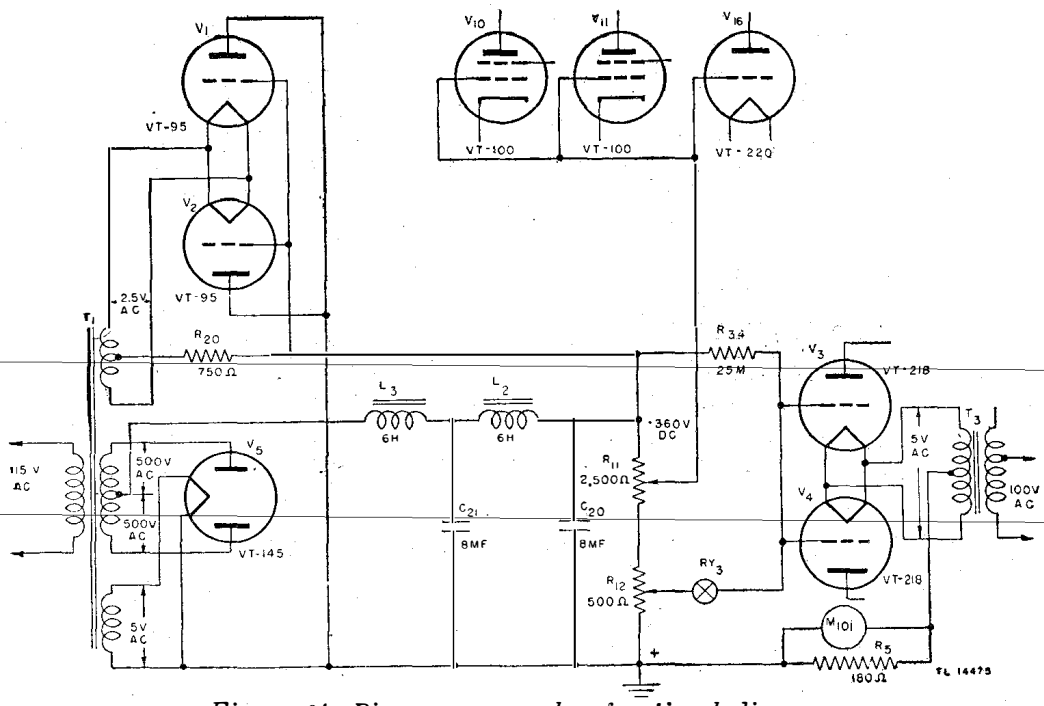

Figure 64. Bias power supply—functional diagram.
b. Bias Power Supply (fig. 64). The bias power supply furnishes filament and plate voltage for tubes V_1 and V_2, and bias voltage for tubes V_{10}, V_{11}, V_{16}, V_3 and V_4. Transformer T_1 supplies filament and plate voltage to rectifier tube V_5 (Tube JAN–5Z3 (VT–145)) which is connected as a full-wave rectifier. The rectifier output voltage is applied to a choke input pi-section filter consisting of filter chokes L_2 and L_3, and capacitors C_{20} and C_{21}. Resistor R_{11} and potentiometer R_{12} connected across the output of the power supply serve as bleeder resistors. The voltage regulation of this power supply is relatively good because of the use of a choke input filter and a high value of bleeder current. An adjustable tap is provided on resistor R_{11} for the purpose of adjusting the bias voltage to tubes V_{10}, V_{11}, and V_{16} to the correct value. Filament current for modulator tubes V_3 and V_4 is supplied by filament transformer T_3. The function of all other parts shown in figure 64 has been described in other paragraphs.